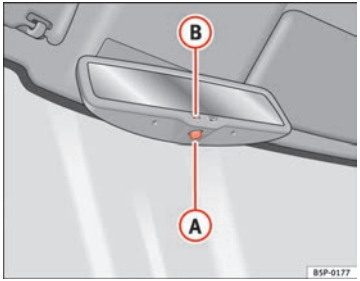

**Fig. 88 Automatic anti-dazzle interior rear vision mirror.**
– Press button (A) ⇒ Fig. 88. Control lamp (B) goes off.
– Press button (A) ⇒ Fig. 88. Control lamp is lit.